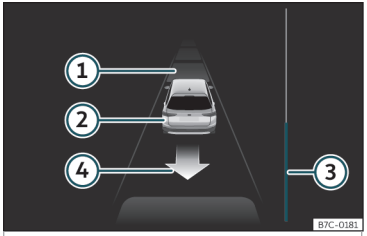

Fig. 237 En la pantalla del cuadro de instrumentos: desaparcar de un hueco en línea.
• Retroceda hasta que suene la señal continua del ParkPilot; **O BIEN:** dé marcha atrás hasta que en la pantalla del cuadro de instrumentos aparezca la indicación de dar marcha adelante. La barra de progreso ›› fig. 237 ③ indica la distancia que hay que recorrer ›› pág. 311.